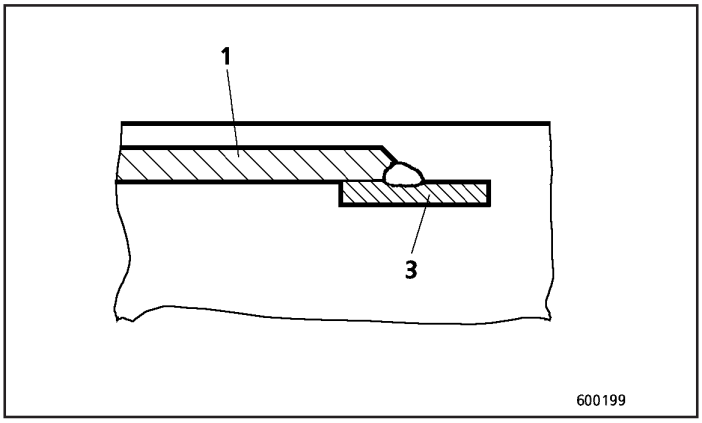

Fig.85
4. Ponteie as placas de apoio (3) entre as chapas laterais (Figs. 85 e 86). Se ocorrer alguma distorção devido ao processo de soldagem, as placas de apoio devem ser endireitadas.